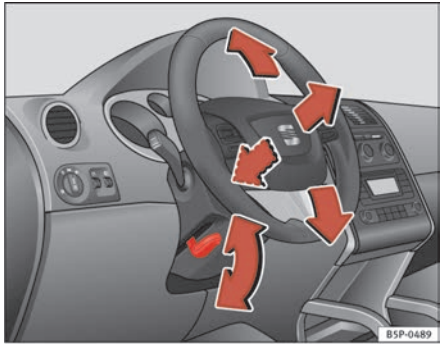

Fig. 135 Adjusting the steering wheel position
– Push the lever under the steering column ⇒ fig. 135 down ⇒ ⚠.